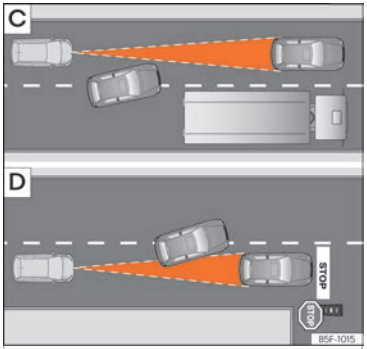

Fig. 183 C Vehicle changing lanes. D One vehicle turning and another stationary.
- Vehicles that move into your lane, a short distance from your vehicle ››› **Fig. 183** C.
The ACC does not react to stationary vehicles. If, for example, a vehicle detected by the ACC turns or moves over and there is a stationary vehicle in front of it, the ACC will not react to the second vehicle ››› Fig. 183 D.